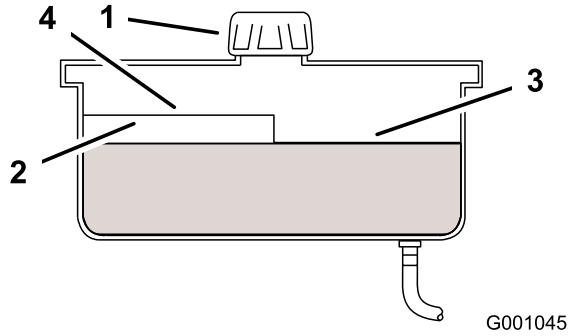

Figur 50
4. Gör rent omkring påfyllningsröret och locket på hydraultanken (Figur 50).
5. Ta bort locket från påfyllningsröret. Titta inuti och kontrollera om det finns någon olja i behållaren. (Figur 50).
Obs: När oljan är varm når oljenivån upp till överkanten på markeringen för varmt på skärmen (Figur 50).